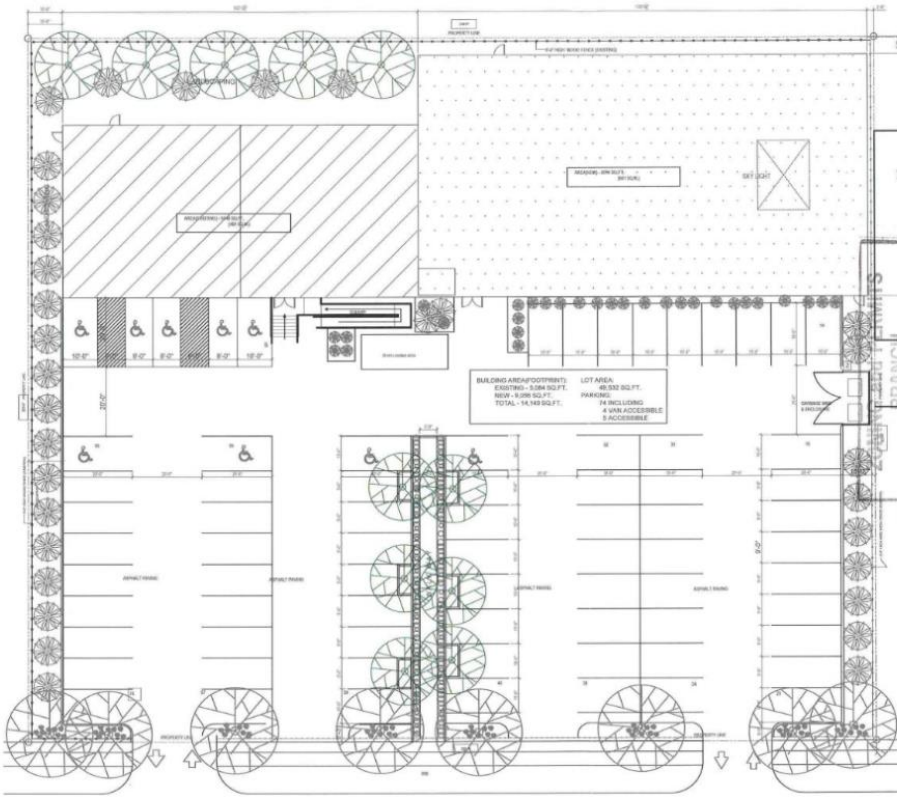

Figure 3: 2021 Site Plan for an expansion to the existing place of worship at 900 McLeod Avenue
- The current proposed building addition is similar in square footage and setbacks to the previously proposed and approved expansion that was submitted back in 2021 (**see Figures 3 and 4**)
- The addition has two (2) skylights and glazing on the stucco front façade.
- The site is accessed via two (2) existing approaches off McLeod Avenue.
- The landscaping includes: eight (8) trees and 71 shrubs along McLeod Avenue, two (2) trees and 23 shrubs along the building façade facing McLeod Avenue, as well as 6 trees and 68 shrubs within the parking lot interior.